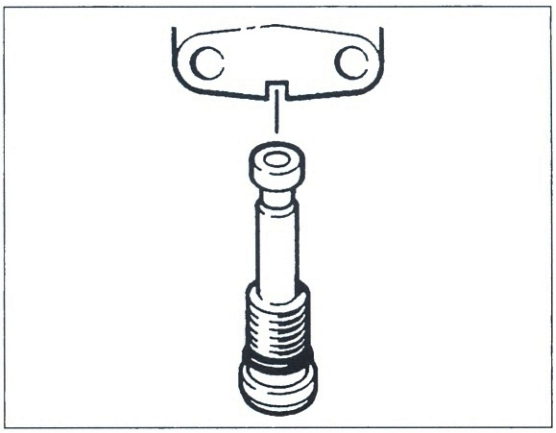

Bild 221
- Obere Gabelbrücke ausbauen: Sechskantmutter ④ lockern.
- Konterrohr ⑤ lösen und Zündschloss-Stecker ③ trennen.
- Klemmschraube ① lockern und Gabelbrücke abziehen.
- Einstellring ⑥ ausbauen.
- Bodenverschraubung (Bild 221) des Tauchrohrs ausdrehen und Standrohr herausziehen.
- Bodenverschraubung (Bild 221) locker in Dämpferpatrone einschrauben.